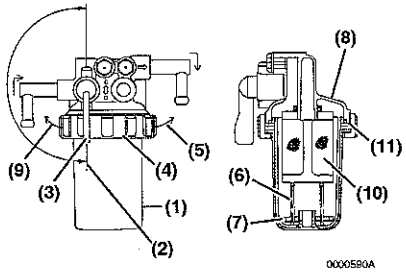

Figura 7
1. Posizionare un contenitore di tipo approvato sotto al filtro del carburante / separatore d'acqua **(Figura 7, (1))** per raccogliere i contaminanti.
2. Chiudere **(Figura 7, (2))** il rubinetto del carburante **(Figura 7, (3))**.
3. Ruotare l'anello di fissaggio **(Figura 7, (4))** verso sinistra **(Figura 7, (9))**.
4. Rimuovere la vaschetta con attenzione **(Figura 7, (1))**. Rimuovere la molla di bloccaggio **(Figura 7, (6))** e il galleggiante **(Figura 7, (7))** dalla vaschetta. Versare il carburante in un contenitore approvato e smaltire le scorie in modo corretto. Reggere il fondo della vaschetta con uno straccio per evitare sgocciolature di carburante. Asciugare immediatamente eventuali fuoriuscite.